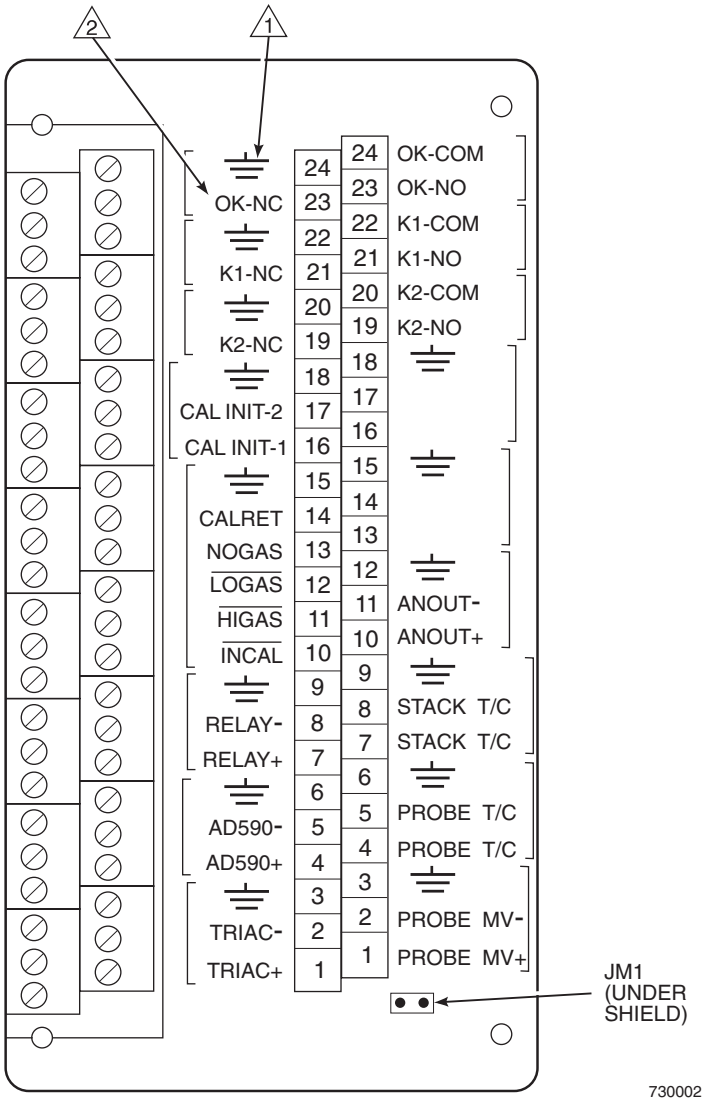

Figure 2-11. IFT Interconnect Board Output Connections
3. The IFT must have JM6 on the microprocessor board (Figure 2-8 and Figure 2-9) and JM1 on the interconnect board (Figure 2-10 and Figure 2-11) installed if an HPS is not installed in the system.
5. Connect the analog output and relay outputs as shown in Figure 2-11.